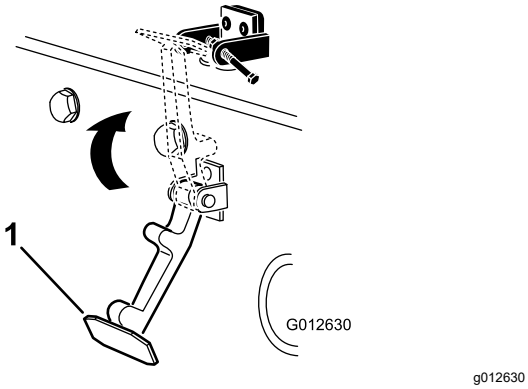

Figuur 15
6. Haak de sluiting op de vergrendelbeugel van de motorkap (Figuur 15).